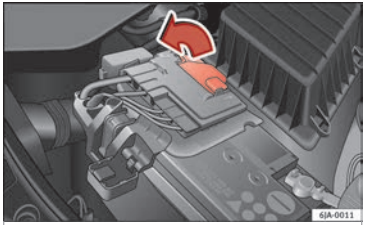

Fig. 211 Battery: Opening the cover.
– Open the battery cover in the direction indicated by the arrow ››› **Fig. 211**.